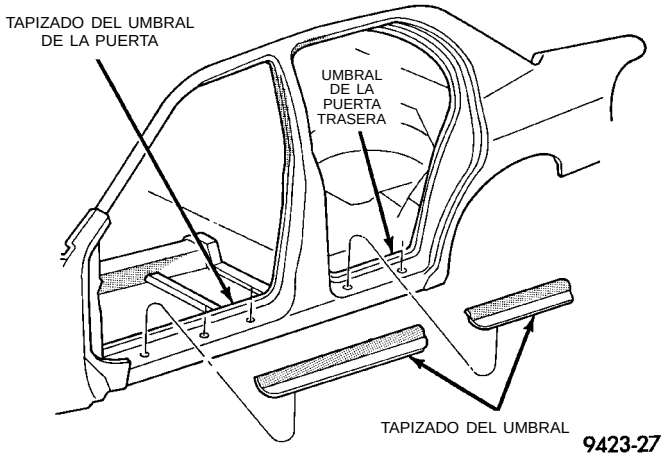

Fig. 54 Tapizado del umbral de la puerta
(1) Abra la puerta para poder acceder al tapizado del umbral.
(2) Desacople los collarines que fijan el tapizado al umbral de la puerta y al reborde de la abertura de la puerta.
(3) Separe del vehículo el tapizado del umbral de la puerta (Fig. 54).